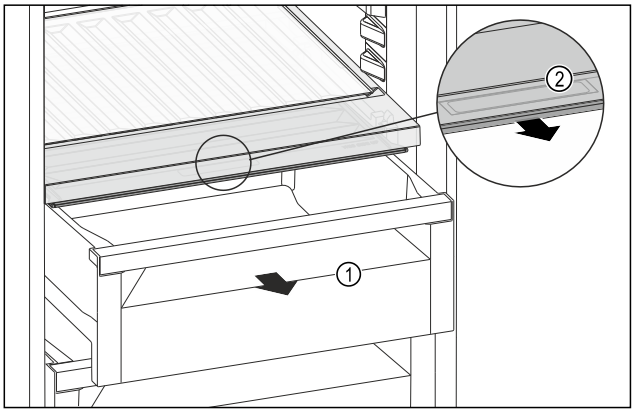

Fig. 120
- ▶ Dra ut utdragslådan *Fig. 120 (1)*.
- ▶ Ta tag i fördjupningen *Fig. 120 (2)* på facklocket och dra samtidigt facklocket framåt.